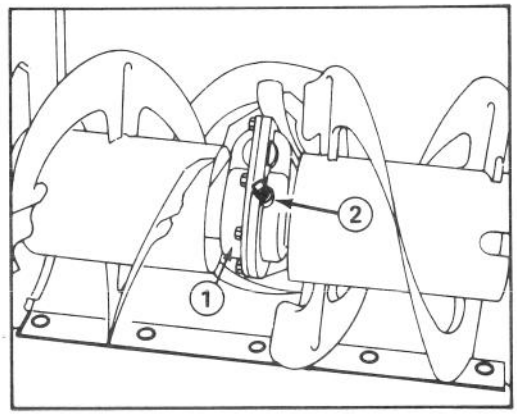

Abbildung 19
1. Den Ablaßstopfen entfernen (Abb. 19).